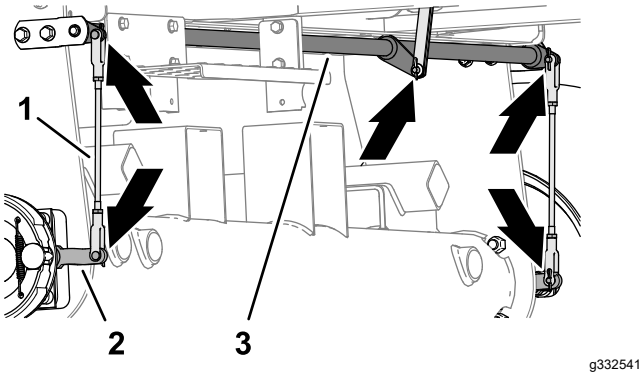

Figur 71
1. Inspiser venstre og høyre bremsestangenheter (Figur 71) for skade og slitasje.
2. Inspiser svingakselen for bremse (Figur 71) for skader og slitasje.